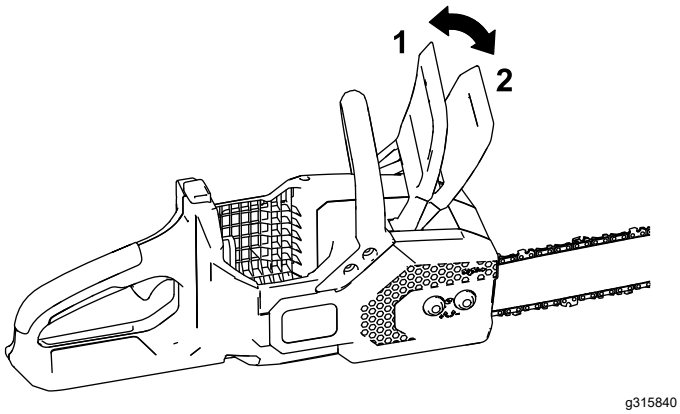

Figuur 25
1. Schakel de kettingrem in door deze in de STOP-stand te zetten (Figuur 25).
4. Schakel de kettingrem uit door deze naar achteren te trekken en in de ZAGEN-stand te zetten (Figuur 25).
4. Verzeker dat de kettingrem in ZAAG-stand staat (Figuur 25).